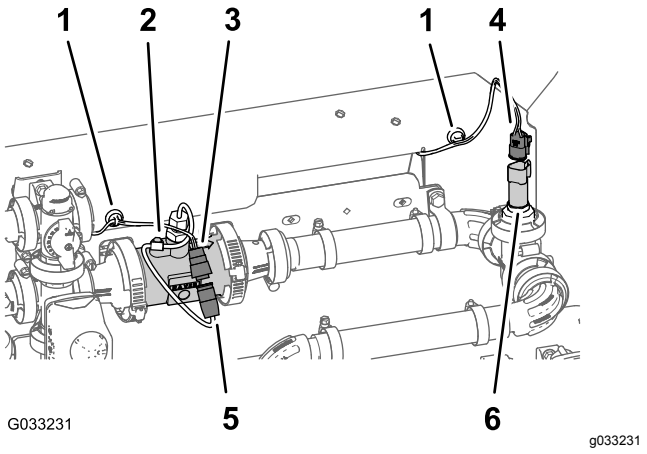

Figuur 128
1. Leid de connectors van de kabelboomaftakking van 203 cm met de aanduiding **Flow Meter** (vloeistofstroommeter) en **Pressure Transducer** (drukomzetter) langs de achterkant van de bevestigingsbeugel van het verdeelstuk (Figuur 128).
2. Sluit de stekker met 3 bussen van de kabelboomaftakking van 203 cm voor de vloeistofstroommeter (niet gemerkt) aan op de stekker met 3 pinnen van de kabelboom van de vloeistofstroommeter (Figuur 128).
3. Sluit de stekker met 3 bussen van de kabelboomaftakking van 203 cm met de aanduiding **Pressure Transducer** (drukomzetter) aan op de stekker met 3 pinnen van de drukomzetter (Figuur 128).
4. Bevestig de magnetische kabelankers voor de vloeistofstroommeter en de drukomzetter op het oppervlak van de bevestigingsbeugel van het verdeelstuk (Figuur 128).